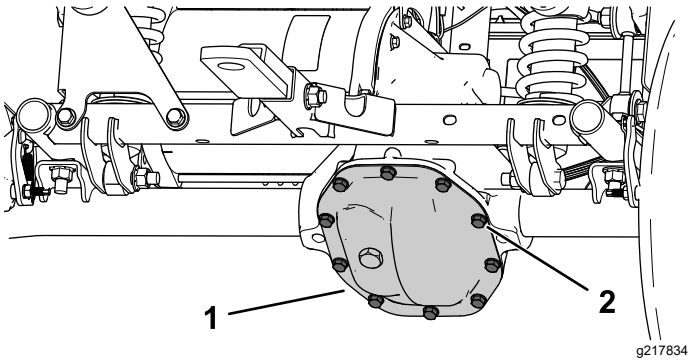

Figuur 52
1. Plaats een opvangbak onder het deksel van de transaxle (Figuur 52).
2. Verwijder de bouten uit het deksel van de transaxle en laat alle vloeistof weglopen (Figuur 52).